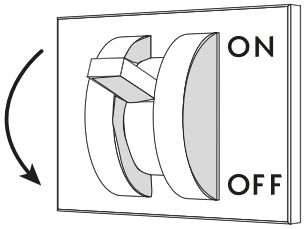

Abb. 20
- Trennen Sie das Kühlmöbel mit Hilfe des Wandschalters vom Stromnetz ("Abb. 20").